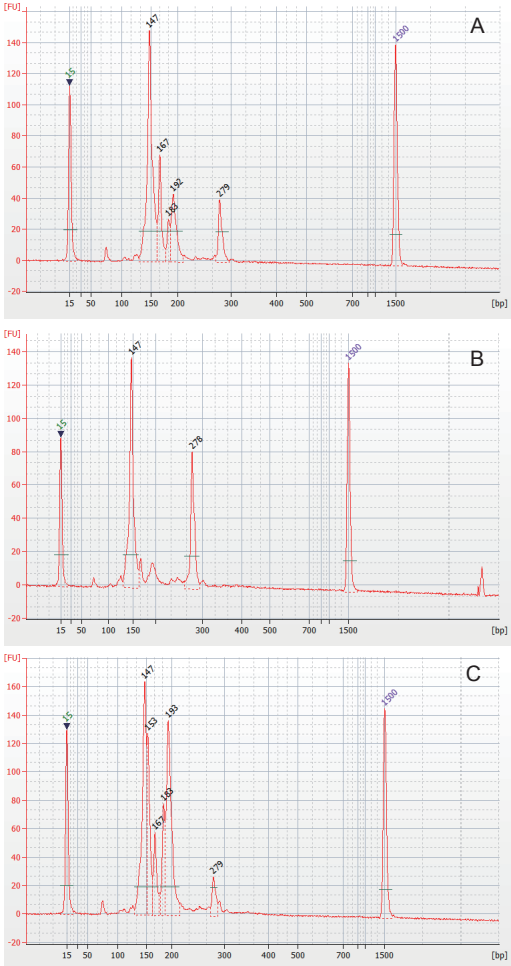

图1：A图和B图分别为1 μg、100 ng小鼠肝脏总RNA起始的small RNA文库，147 bp处的主峰为miRNA；C图为1 μg小鼠肾脏总RNA起始的small RNA文库，147 bp处的主峰为miRNA，153 bp处的主峰为piRNA。
9. Agilent 2100 Bioanalyzer检测文库：取1 μl纯化后的PCR产物用Agilent DNA 1000 chip分析，由于2100迁移率的影响，最终文库的主峰分布可能存在约6-8 bp偏差，如图1所示：miRNA文库的峰在143-147 bp处，piRNA文库的峰在153-156 bp处。